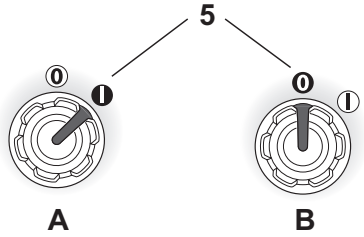

Fig. 20
> Set the on/off switch (5) in its “1” position to start the product (Fig. 20, A).
> Set the on/off switch (5) in its “0” position to switch off the product (Fig. 20, B).